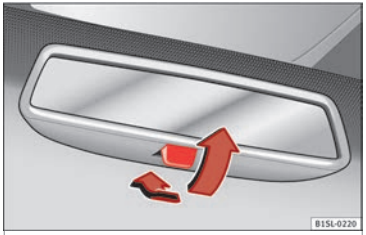

Fig. 147 Manual anti-dazzle function for rear vision mirror
- Pull the lever to the back to select the anti-dazzle function ››› **Fig. 147**.